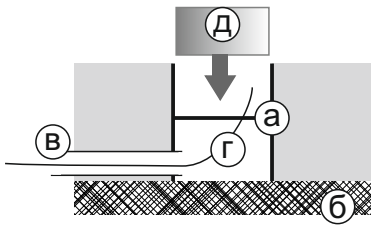

**рис.1**
**Рис.1.** Сначала монтируется основание ETOK-1 OJT (а). Оно устанавливается на твердый фундамент (б) (бетон или асфальт) таким образом, чтобы его край был расположен горизонтально, заподлицо с поверхностью либо на 1-2 мм ниже ее.